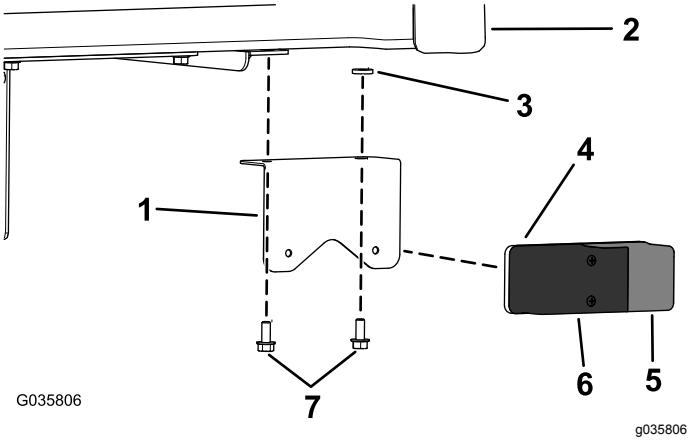

Figura 1
2. Montate la luce di stop/direzione sul fondo del pianale e del relativo supporto utilizzando la staffa, 2 viti a testa esagonale (5/16" x ¾") e 2 distanziali (5/16") come illustrato nella Figura 1.
Nota: Assicuratevi che la lente rossa (luce di stop) sia posizionata all'interno e quella gialla (luce di direzione) all'esterno (Figura 1).